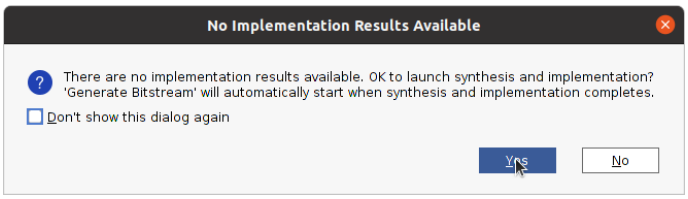

Figure 13: Generate Bitstream
6. Click on **Yes**. This will automatically run synthesis and implementation steps. Refer figure 13.